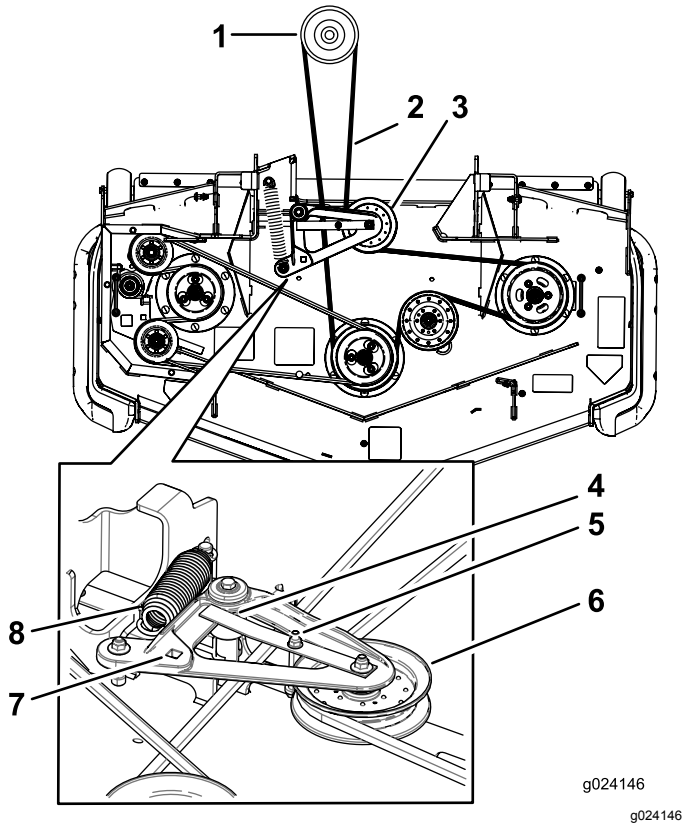

Figur 97
5. Løft opp gulvpanelet og sett en skralle i det firkantede hullet i klippeenhetens lederull (Figur 97).
6. Vri klippeenhetens lederull med urviseren og fjern klipperremmen (Figur 97).
7. Fjern og hold tilbake delene på begge sider av klippeenheten, som vist i Figur 97.